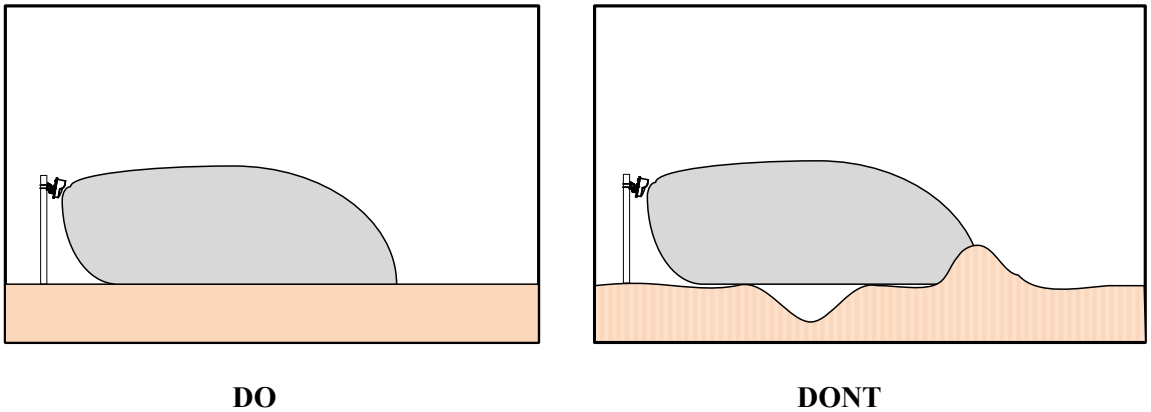

*Figure 4.2 – Terrain*
The ground must be flat across the protected area. Any bumps, hills or ditches in the area will shadow the beam and may provide crawl space for an intruder. Bumps or hills must be leveled, and ditches filled so that the area is flat to within six (6) inches (152mm) Figure 4.2.